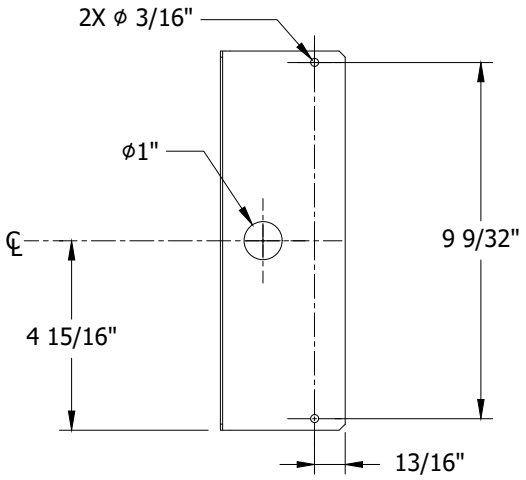

FIGURE 50
B. FASTEN SHIELD TO DOOR BY SECURING THE INCLUDED THREAD CUTTING SCREWS INTO THE TWO 3/16-INCH HOLES ON THE SHIELD (SHOWN ON FIGURES 50 AND 52).